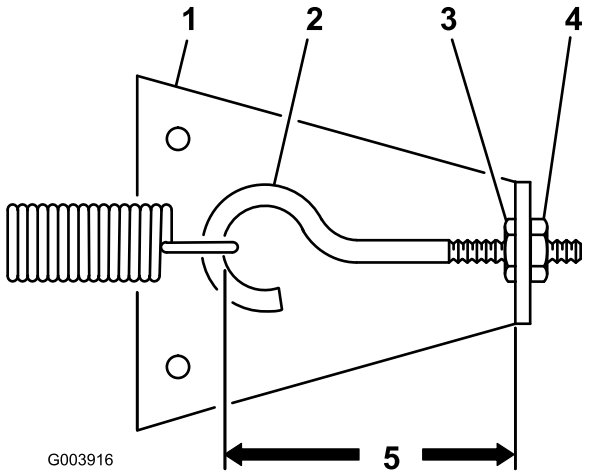

Figur 62
3. Lossa den inre låsmuttern som håller fast öglebulten på fjäderförankringsplattan (Figur 62).
4. Vrid den yttre låsmuttern medurs tills avståndet mellan insidan på öglebultens ögla och insidan på fjäderförankringsplattan har minskats med 3 mm, i enlighet med Figur 62. Dra åt den inre låsmuttern.